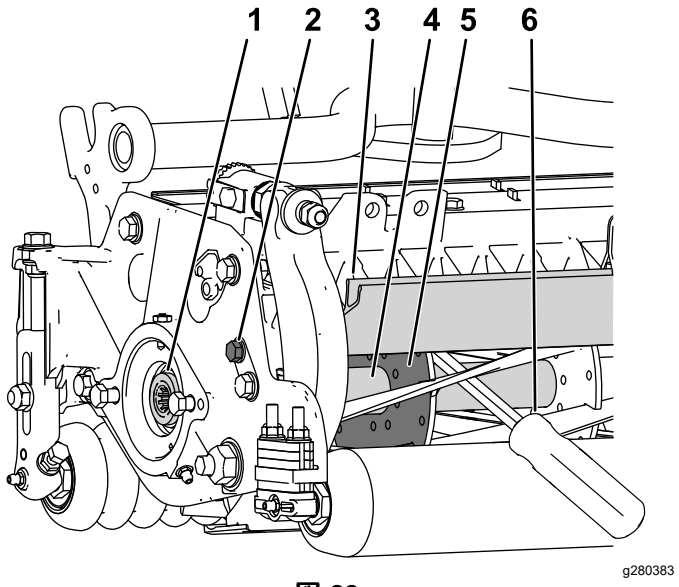

図 28
1. カッティングユニット左側のシールドボルトをゆるめて後シールドを上げる図 28。
2. 長い柄のバール9 mm x 30 cm 程度のドライバータイプのもの。握りのついているものがよいを用意する。バールは、トルク作業を行う側に近い側で、リールの後ろから差し込むようにする図 28。
3. リールサポートプレートの溶接されている側からバールを入れ図 28、